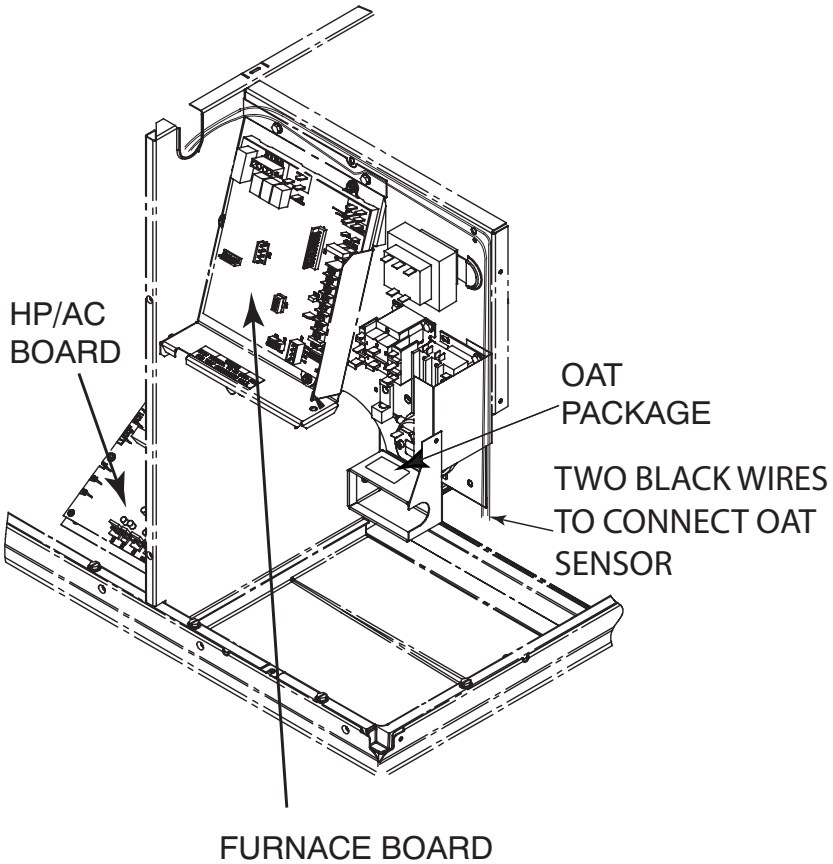
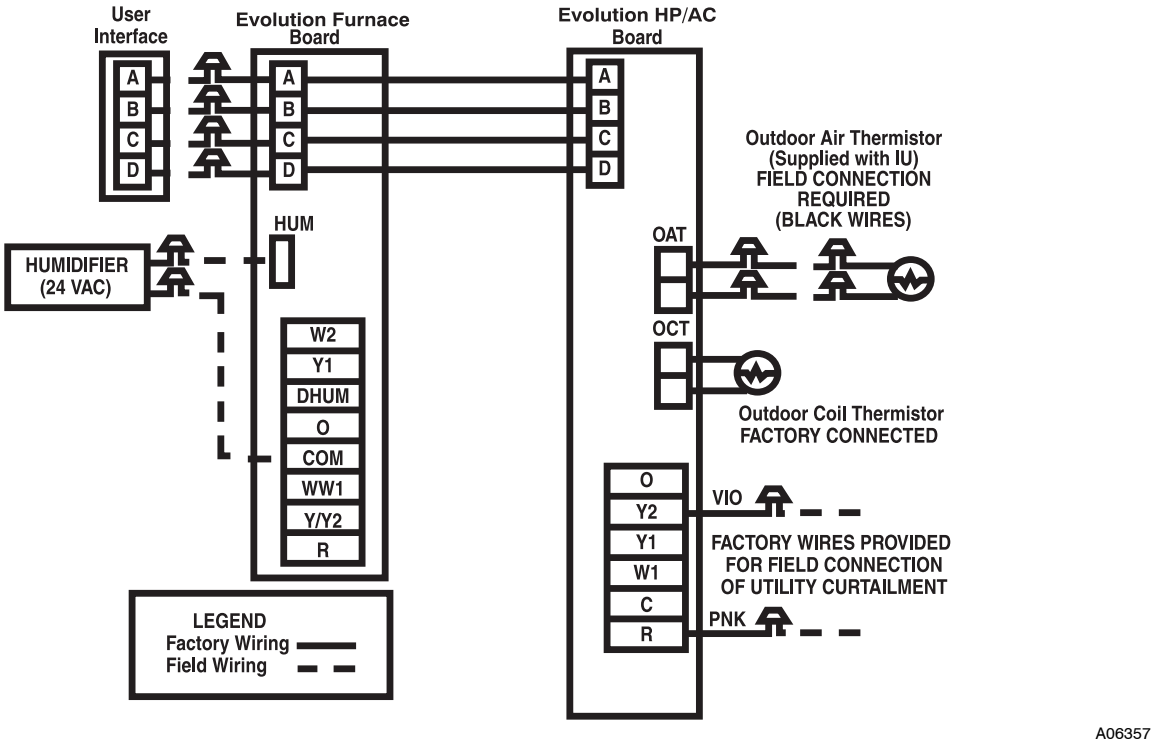

Fig. 13 - Control Plate
Fig. 14 - Control Voltage Wiring Connections
Form a drip-loop with the control leads before routing them into the unit. Route the low voltage control leads through grommeted, low-voltage hole provided into unit (See Fig. 5 and 6). Connect user interface leads to unit control power leads as shown in Fig. 14.
2. Remove the Control access panel. The OAT Package is in a bag located in Controls compartment. (See Fig. 13.)
5. Route the sensor wires around the unit through the control wires entry. Connect the sensor wires to the black wire pigtails in the control compartment. (See Fig. 13 and Fig. 14.)
When commanded to operate humidifier, the unit control will energize the HUM output to turn humidifier on and de-energize HUM output to turn humidifier off. Wire HUM and COM terminals directly to humidifier as shown in Fig. 14.